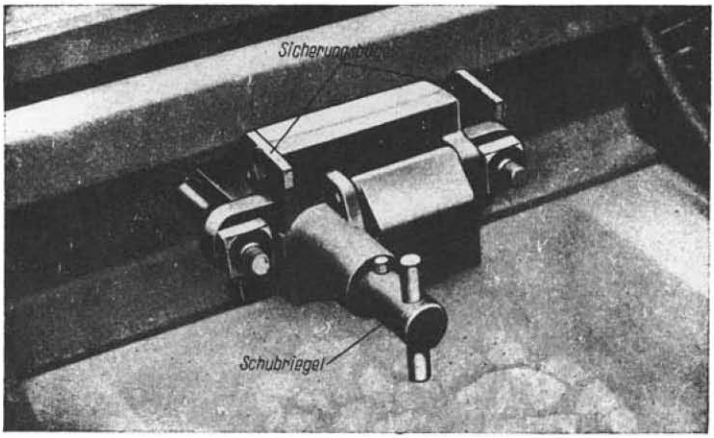

Bild 4
d) Das Weichenschloß durch Rechtsdrehen des Schlüssels aufsperren, die Sicherungsbügel (Muttersicherung) hochklappen und die Muttern auf die Befestigungsschrauben aufdrehen (vgl. Bild 4).
f) Die Muttern der Befestigungsschrauben so einstellen, daß der Sicherungsbügel vollständig nach unten geklappt werden kann (vgl. Bild 4 und 5).